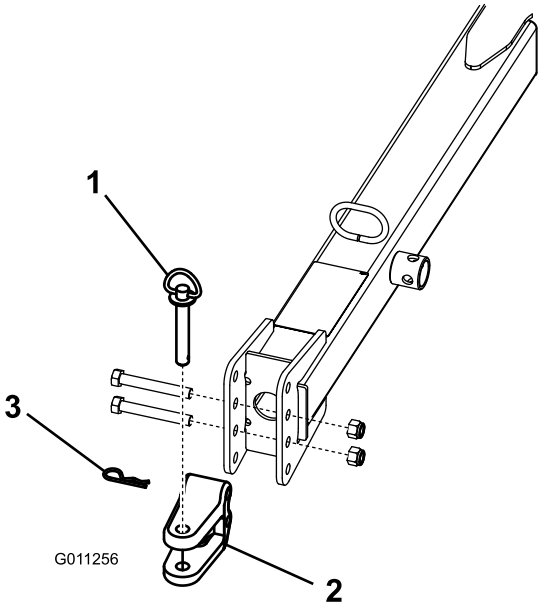

Figur 9
- Fjern de bolte og låsemøtrikker, der fastgør bugsertrækkets gaffelbolt (Figur 9) til anhængertrækstangen.